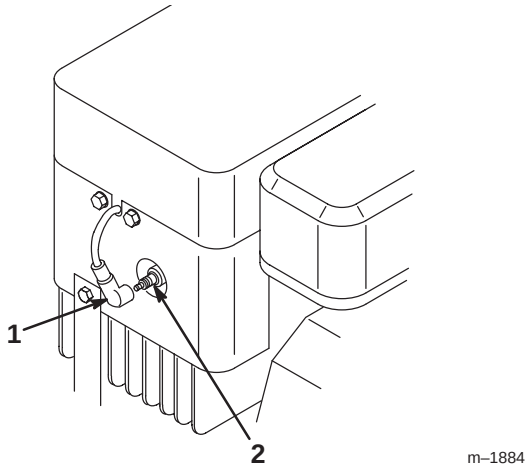

Bild 23
2. Fassen Sie über dem linken Hinterrad unter das Traktorgehäuse und ziehen Sie das Kabel von der Zündkerze ab (Bild 23). Reinigen Sie den Bereich um die Zündkerze, um zu verhindern, dass Schmutz in den Motor fallen und Schäden verursachen kann.
3. Stecken Sie den Zündkerzenstecker wieder auf die Zündkerze auf (Bild 23).